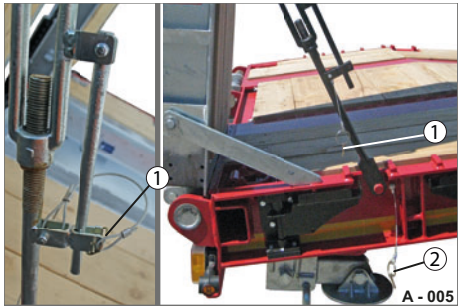

Abb. 4 Spannschloss entsichert
▶ Entfernen Sie den Sicherungssplint (Abb. 4/1) am Spannhebel.
▶ Entfernen Sie den Sicherungssplint / Federstecker (Abb. 4/2) am unteren Bolzen.